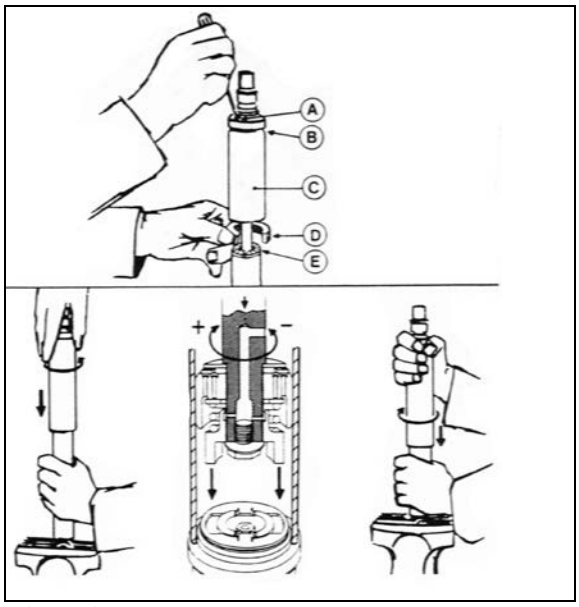

**FIGURE 31: DAMPER** 18643
To adjust opening and closing cycle speed on damper (Figure 31):
the recesses of the foot valve assembly (Figure 31).
| *In* Figure 31*, if there is an indentation (B) in the dust cap (C) and the cover shows two holes (A), the damper is fitted with a bump rubber (D). If so, fully extend the damper and insert a round bar or screwdriver through the holes. Push the bump rubber down and remove. Remove the split plastic collar (E) (if fitted) from the piston rod.* |
| *Where a bump rubber was installed, refit same inside the dust cap and by fully closing the damper, the rubber will seat again at top of the dust cap. Refit the split plastic collar E (*Figure 31*).* |